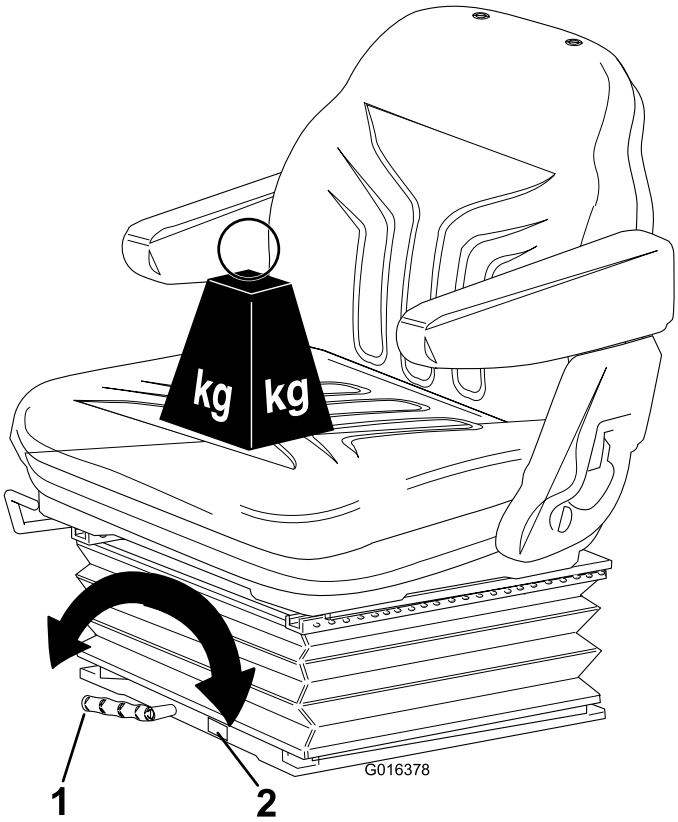

Figuur 12
- **Instellen gewicht bestuurder:**Draai de hendel rechtsom om de vering strakker in te stellen en linksom om de vering minder strak in te stellen. De schaal duidt aan of de optimale instelling van de vering is bereikt naargelang het gewicht van de bestuurder (kg) (Figuur 12).